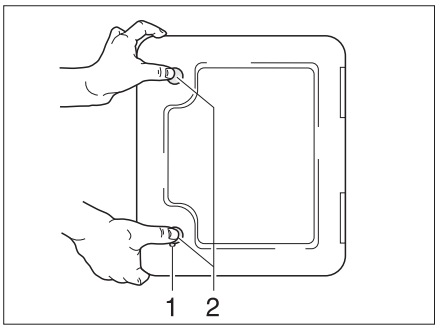

Fig. 141 Flap for Thetford cassette
The flap for the Thetford cassette (Fig. 141) is located on the outside of the vehicle.
- Insert key into locking cylinder of the push-button lock (Fig. 141,1) and turn a quarter turn clockwise.
- Press both push-button locks (Fig. 141,2) simultaneously with your thumb and open the flap for the Thetford cassette.